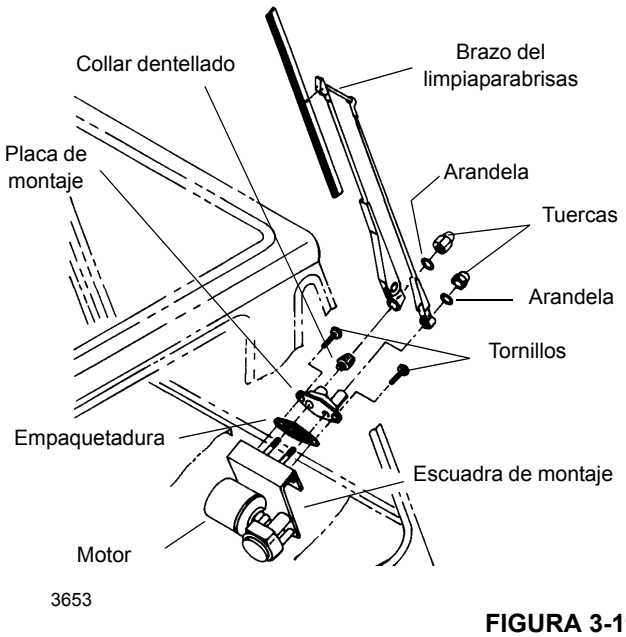

FIGURA 3-11
2. Conecte el motor del limpiaparabrisas a su escuadra con tornillos y arandelas (vea la Figura 3-11). Conecte el eje del motor del limpiaparabrisas a la manivela del motor del limpiaparabrisas con la tuerca y la arandela.